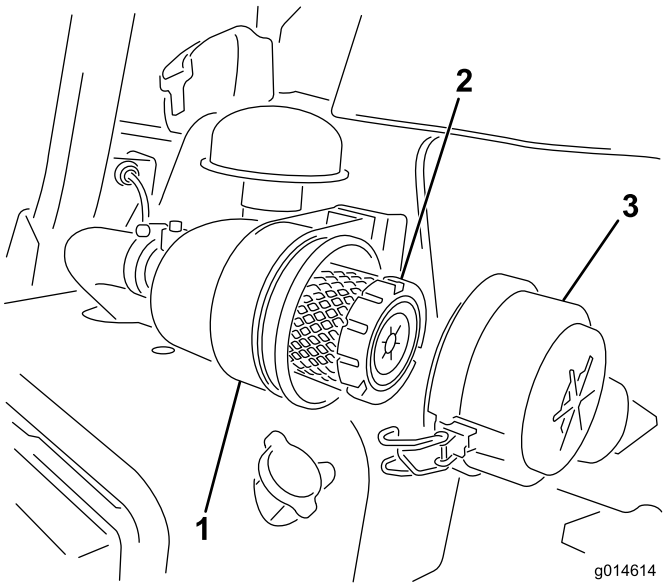

Figur 41
1. Lossa spärrhakarna som fäster luftrenarkåpan på luftrenarhuset (Figur 41).
6. Fäst spärrarna (Figur 41).